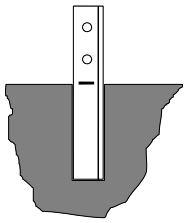
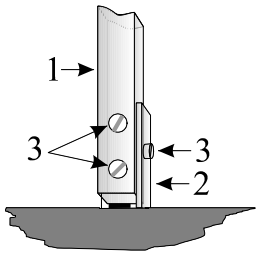

Рис. 10.13
Рис. 10.14
10.2.1 Выполнить работы аналогичные изложенным в п.п. 10.1.1 и 10.1.2. Произвести разметку рубежа с интервалом ~4…5 метров, в местах разметки выкопать углубления размером 300×300×600. Установить в углубления Пасынки (из КМЧ4) под углом 90° к поверхности земли, оставляя на поверхности видимую часть пасынка высотой ~0,3 или 0,5 м по разделительной метке, и залить углубление бетоном или раствором в соответствии с рис.10.13. После затвердевания раствора прикрепить стойки 1 к пасынкам 2 с помощью винтов (болтов) 3 в соответствии с рис. 10.14.